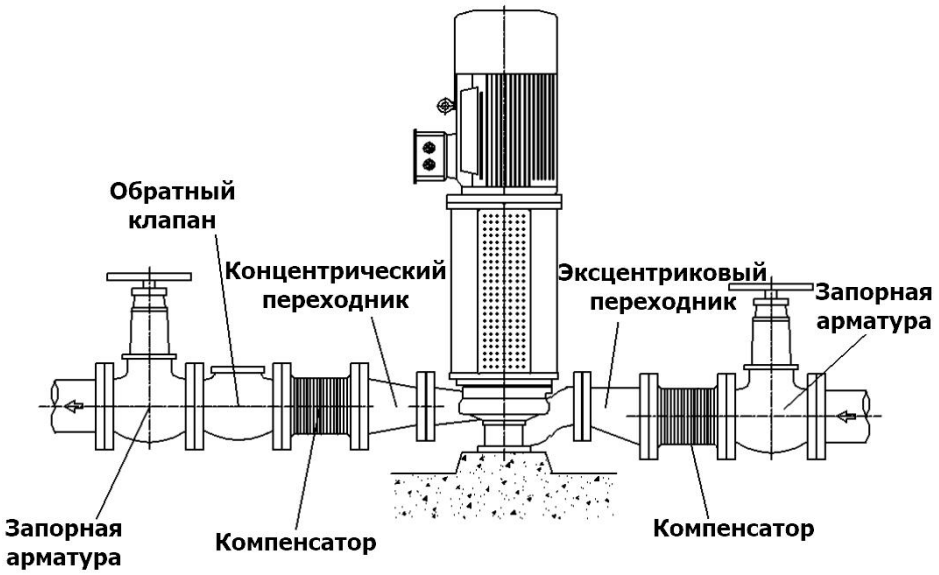

Рис. 5 Присоединение трубопроводов
- Соединения труб должны осуществляться посредством фланцев с компенсатором расширения соответствующего размера и материала. Компенсатор должен располагаться на осевой линии фланца (по центру), чтобы исключить дополнительную нагрузку на фланец (см. рисунок 5).
- Всасывающий трубопровод не должен иметь никаких элементов, способствующих образованию воздушных карманов. Поэтому всасывающий трубопровод должен иметь небольшой наклон вниз в сторону насоса (см. рисунок 5).
- Запорный клапан должен быть установлен на всасывающем трубопроводе как можно ближе к насосу. Этот клапан всегда должен оставаться полностью открытым во время работы насоса и не должен использоваться для регулирования потока (см. рисунок 5).